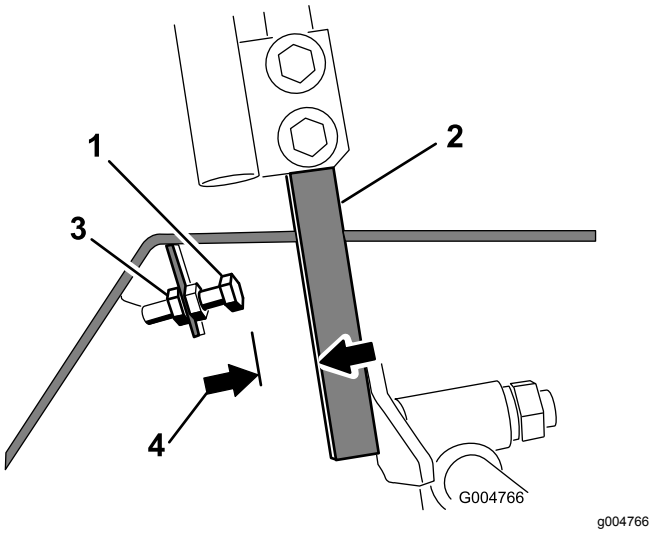

**Rysunek 53**
4. Odkręć przeciwnakrętkę na śrubie ogranicznika dźwigni sterowania (Rysunek 53).